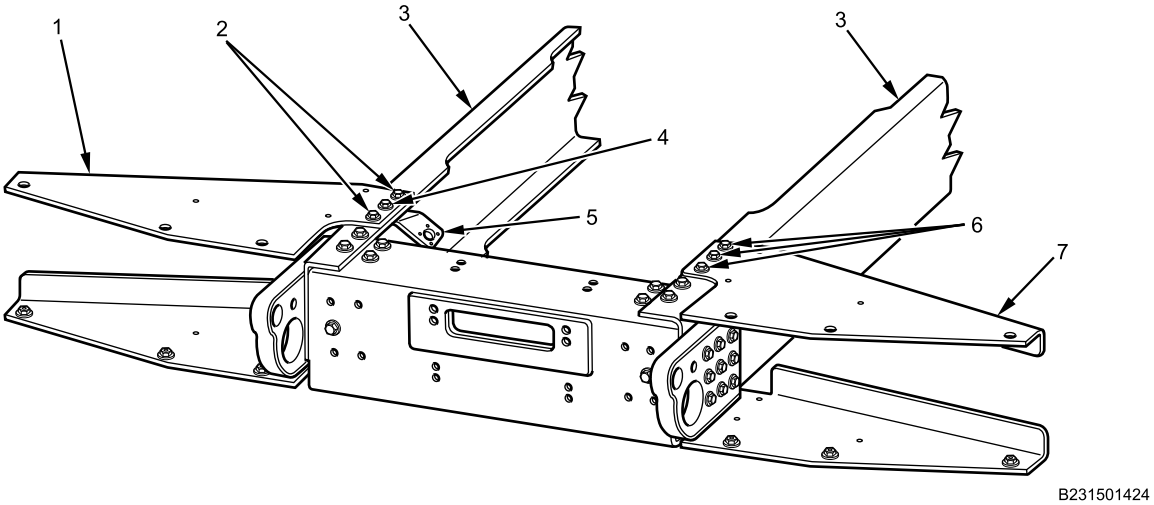

Figure 8. Upper Bumper Braces.
19. Remove bolt (Figure 8, Item 4) and nut from winch remote control support (Figure 8, Item 5).
20. Remove two bolts (Figure 8, Item 2) and nuts from right upper bumper brace (Figure 8, Item 1).
21. Remove right upper bumper brace (Figure 8, Item 1) from frame rail (Figure 8, Item 3).
22. Remove three bolts (Figure 8, Item 6) and nuts from left upper bumper brace (Figure 8, Item 7).
23. Remove left upper bumper brace (Figure 8, Item 7) from frame rail (Figure 8, Item 3).